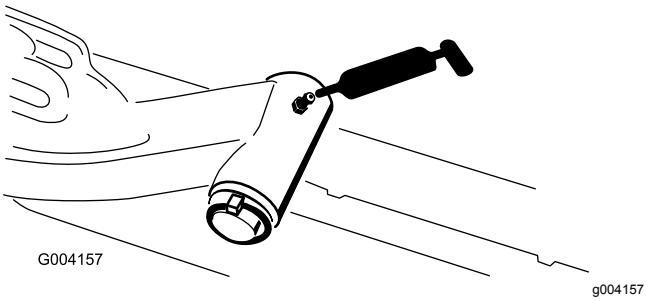

Figur 44
- Lyftarmens svängaxel (1 var) (Figur 44)